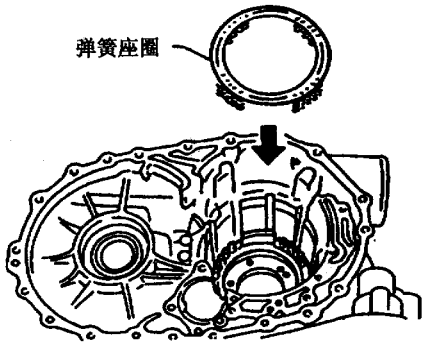

图 9－6－98　安装弹簧座圈
(4) 如图 9－6－99 所示，安装驱动片、从动片、挡片和碟形片。如图 9－6－100 所示，不要将两片碟形片对齐，然后再装上卡环。